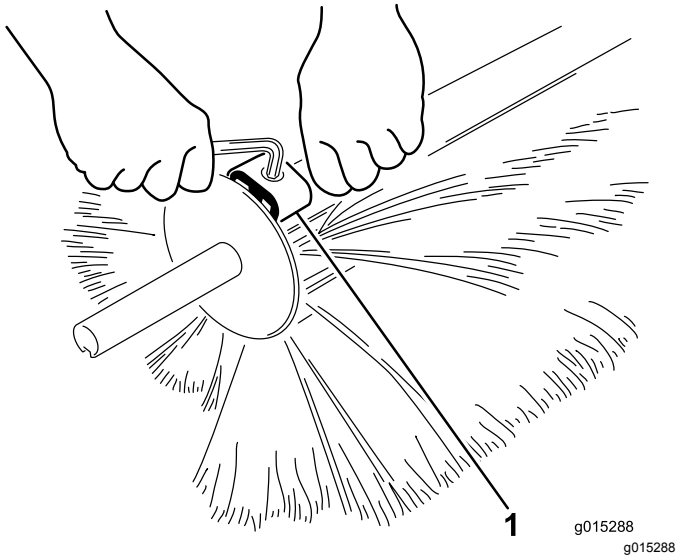

Figur 29
3. Lossa klämmorna med en insexnyckel och ta bort dem från borsthalvorna (Figur 29).